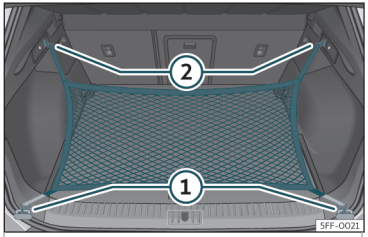

Fig. 113 En el maletero: argollas ① y ganchos ② para enganchar la bolsa de red.
• Fije los ganchos cortos de la red en las argollas de amarre››› **fig. 113** ① ››› ⚠. La cremallera de la bolsa tiene que quedar hacia arriba.
• Fije las cintas en los ganchos para colgar bolsas ②.